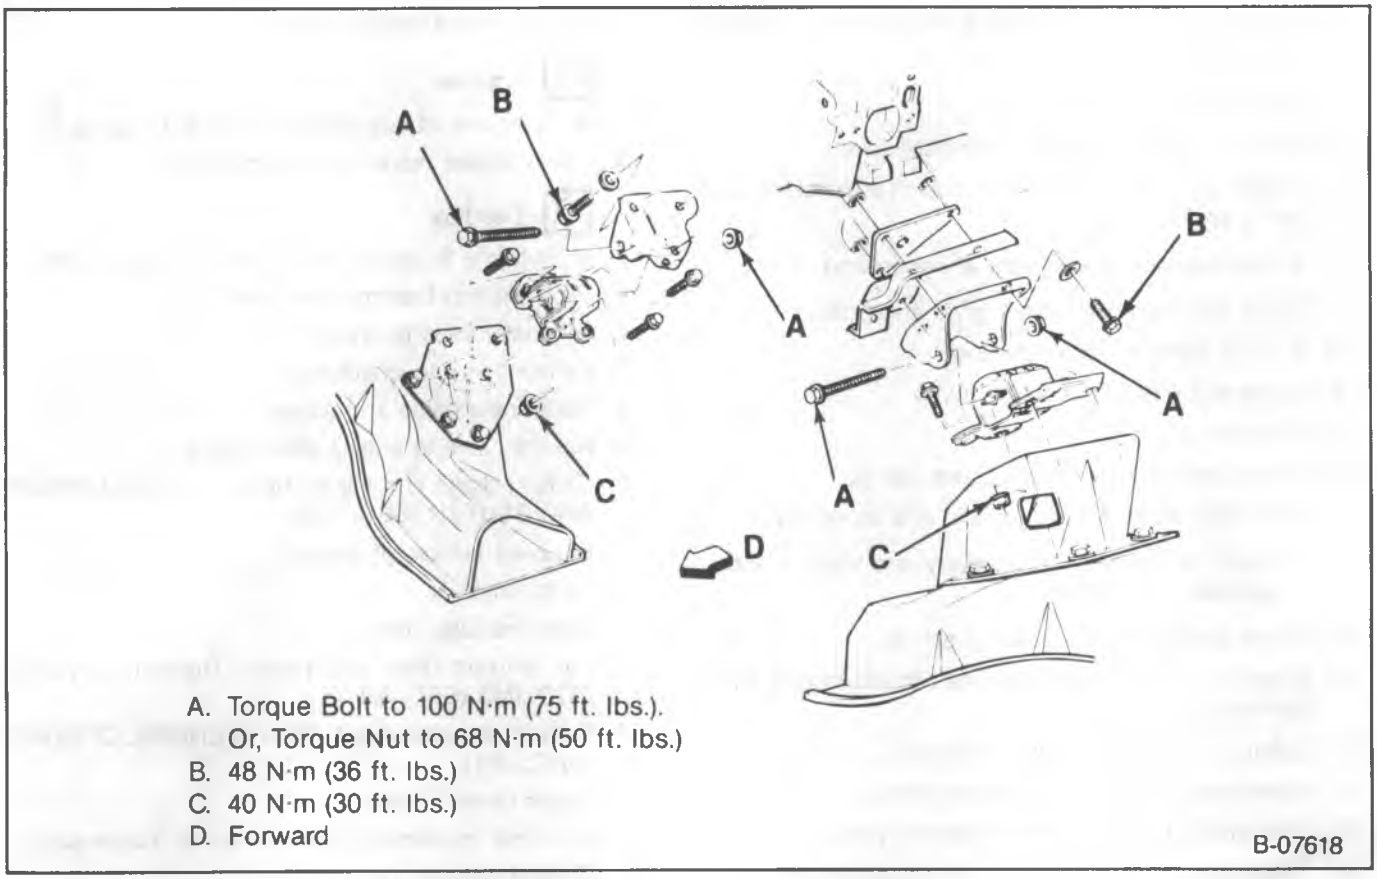

Figure 37—Front Engine Mounting
Remove or Disconnect (Figure 37)
Install or Connect (Figure 37)
- Fasteners to specifications. Refer to figure 37.
- Through-bolt or nut to specifications. Refer to figure 37.